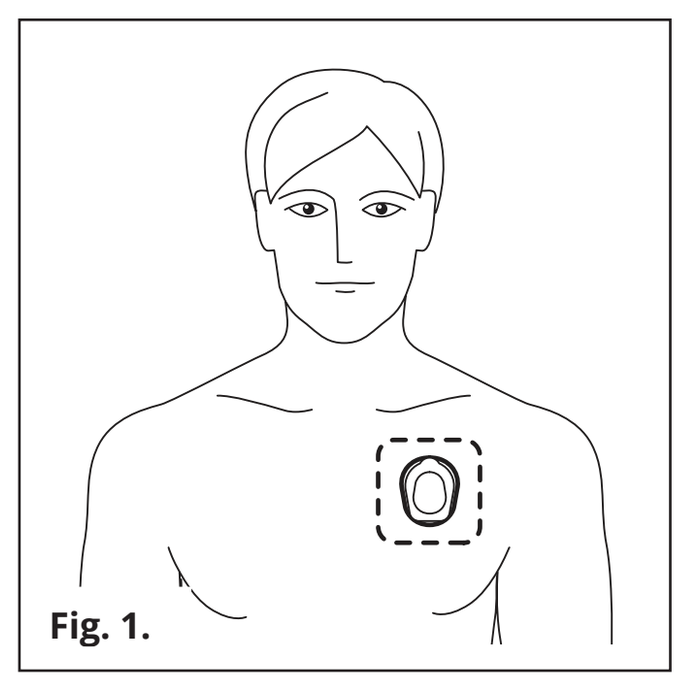

Fig. 1.
- Wählen Sie eine Stelle auf der linken Seite des Brustkorbs, an der die Haut vor der Platzierung des Sensors von Ablagerungen gereinigt und trocken ist. Siehe **Abb. 1.**